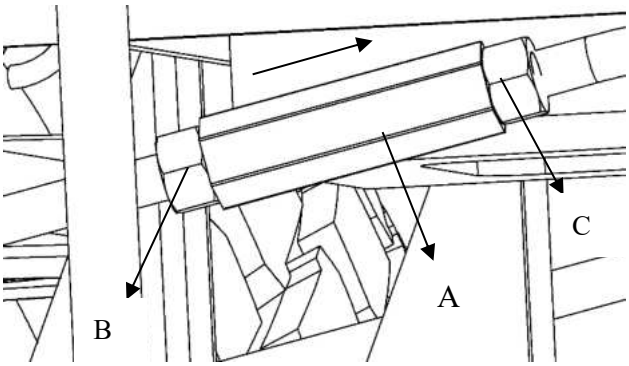

Рис. 21
7.5.3 Если необходимо отрегулировать левое колесо, найдите позицию A (См. Рисунок 21), более подробная информация о позиции A показана на Рисунке 22.
7.5.4 Если правое колесо вращается по часовой стрелке (вид снаружи см. рис. 21), осторожно ослабьте гайки (B и C), затем поверните нейтральный хомут (A на рис. 21) против часовой стрелки (направление стрелки см. рис. 21), пока колесо не перестанет вращаться. С другой стороны, поверните гайку по часовой стрелке. Наконец, надежно затяните гайки (B и C).